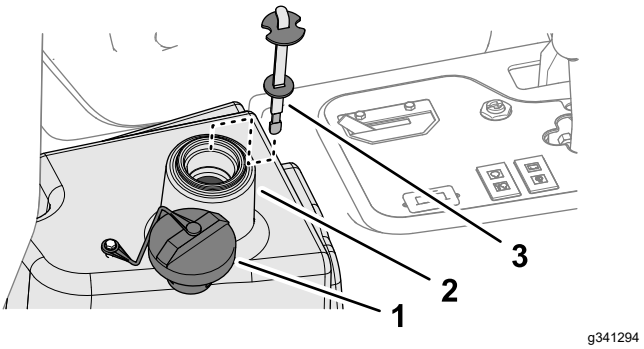

Figuur 93
4. Vul het reservoir (Figuur 93) met ongeveer 22,7 liter hydraulische vloeistof; zie Specificaties hydraulische vloeistof (bladz. 61).